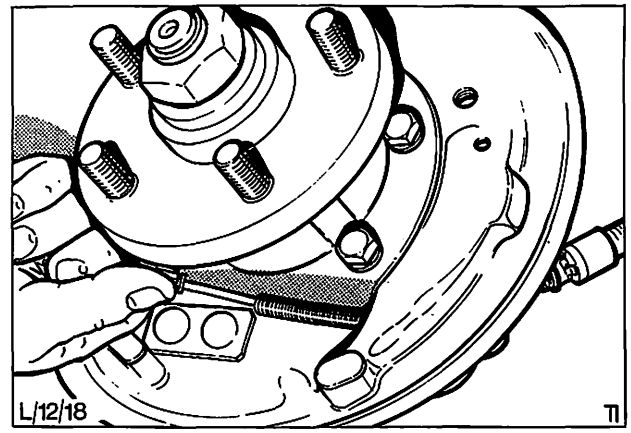

Abb. 73 Handbremsseil ausbauen
10. Handbremsseil von hinterem Bremsträger abnehmen, Abb. 73.